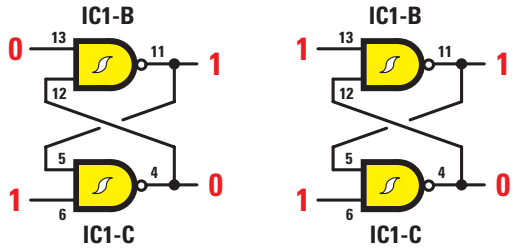

Figure 146 : Première condition.
Le FLIP-FLOP est le circuit intégré IC1-A et IC1-B. Les broches 13 et 6 sont les entrées, les 11 et 4 les sorties. En tenant compte des niveaux logiques en entrée, nous pouvons obtenir un certain niveau logique sur les sorties du FLIP-FLOP, comme l'indiquent les figures 146 et 147.
Dans la première condition (figure 146), c'est-à-dire quand la broche d'entrée 13 est au niveau logique bas (0) et la broche 6 au niveau logique haut (dessin de gauche), sur la sortie 11, nous retrouvons un niveau logique haut (1) et sur la sortie 4 un niveau logique bas (0). Si la broche d'entrée 13 passe du niveau logique bas (0) au niveau logique haut (dessin de droite), le niveau logique sur les deux sorties ne change pas et, par conséquent, nous retrouvons de nouveau les niveaux logiques 1-0.
En effet, chaque fois qu'un condensateur est inséré dans les douilles CX, le FLIP-FLOP se trouve dans la condition de gauche de la figure 146, c'est-à-dire que sur la broche de sortie 11 nous avons un niveau logique haut (1) et sur la broche de sortie 4 un niveau logique bas (0).
Cet étage s'occupe d'envoyer sur la broche 6 une suite d'impulsions de niveau logique bas (0) permettant au FLIP-FLOP IC1-B/IC1-C de changer le niveau logique des deux sorties 11 et 4, comme le montrent les figures 146 et 147.
Nous l'avons dit, dès qu'un condensateur est inséré dans les douilles, nous avons un niveau logique haut (1) sur la broche 11 du FLIP-FLOP et un niveau logique bas (0) sur la broche de sortie 4 (figure 146 à gauche).
En résumé, l'impulsion de niveau logique bas (0) arrivant sur la broche 6 du FLIP-FLOP est l'impulsion de départ faisant se charger le condensateur inséré dans les douilles CX. Quand arrive aux bornes du condensateur le niveau logique haut (1) de seuil demandé, nous retrouvons à la sortie de l'inverseur un niveau logique bas (0) entrant par la broche 13 du FLIP-FLOP et changeant les niveaux logiques des sorties 11-4 (figure 146 à gauche): on obtient ainsi la fonction d'arrêt.